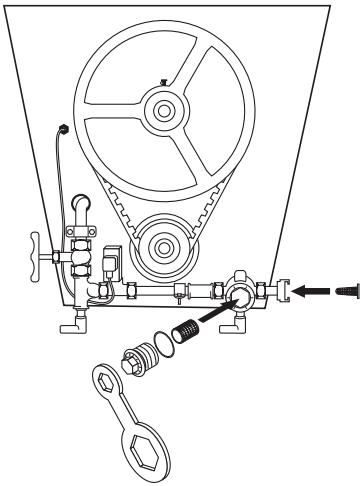

Fig. 13: Cleaning the water sieves
- Remove and clean the water sieves in the water infeed and pressure reducer: rinse them with water and – if necessary – blow them out with air (Fig. 13)